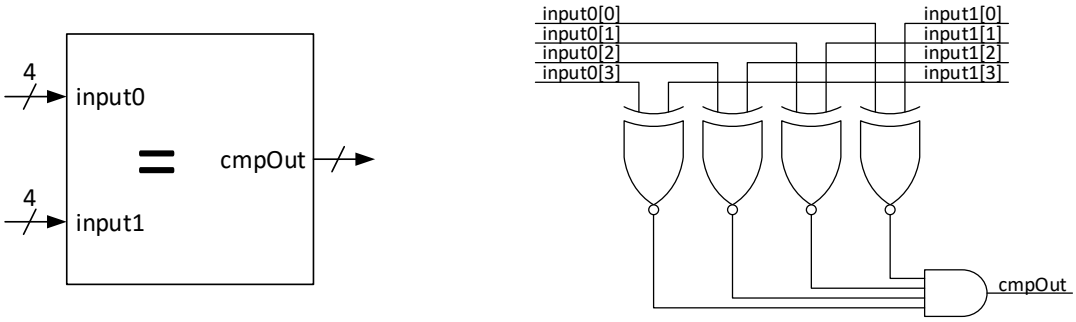
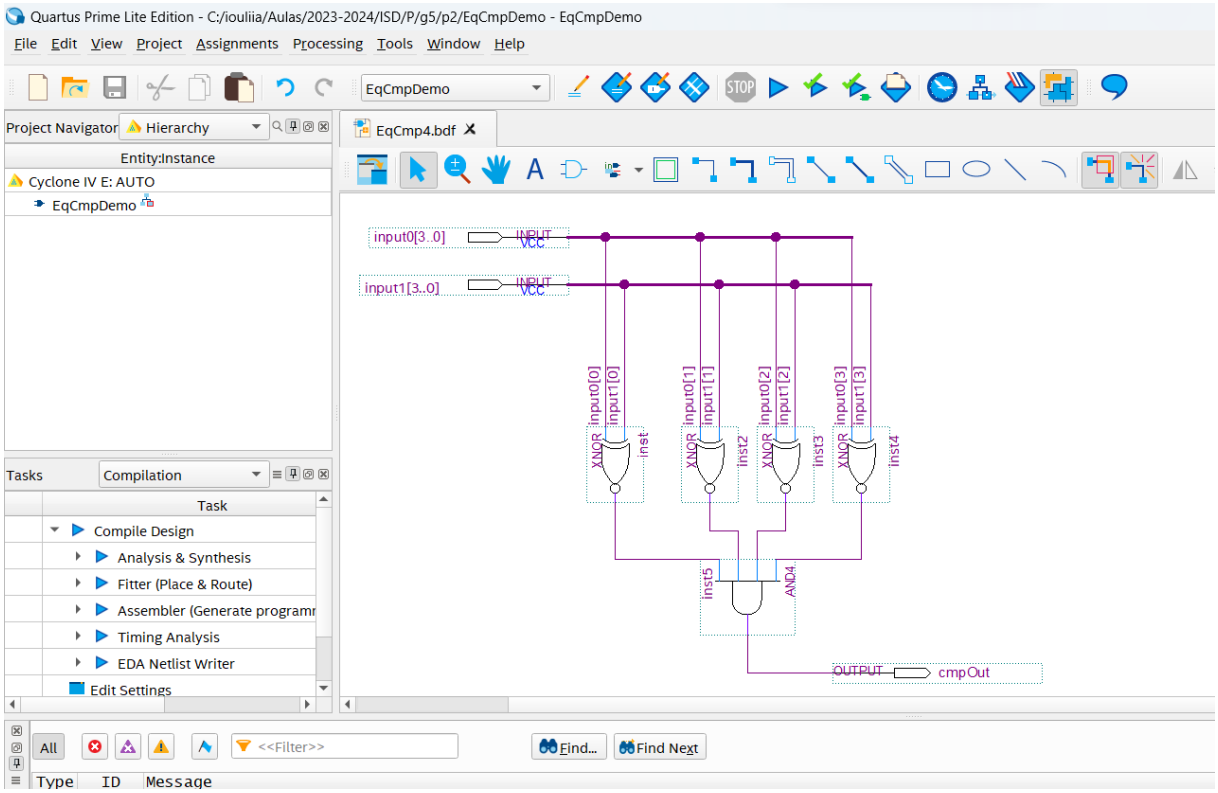

Figure 25 - Logical diagram of the 4-bit word equality comparator.
Figure 26 - Logical diagram of the 4-bit word equality comparator with interconnection and identification of the various circuit elements.
2. Create a new file for a schematic diagram called "EqCmp4.bdf" to implement a 4-bit word equality comparator (Figure 25). At the end of editing the logic scheme, the circuit should look similar to Figure 26. Use the "xnor" and "and4" components of the Quartus Prime library accessible through the Symbol Tool.